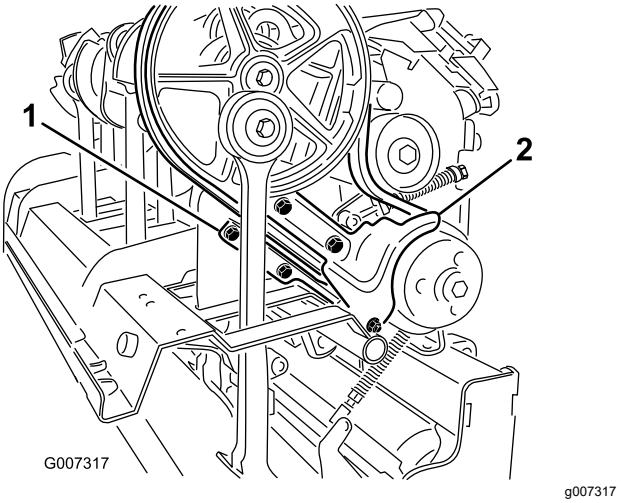

Figur 37
3. Ta bort fästelementen som håller smutsskyddet och det nedre remskyddet på plats (Figur 37). Ta bort smutsskyddet och det nedre remskyddet.